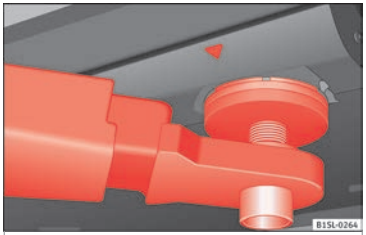
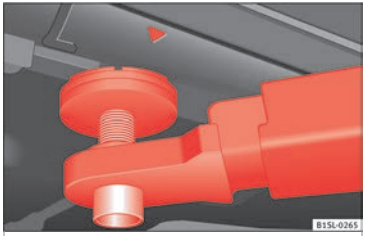

Fig. 232 Front jacking points for raising vehicle with lifting platform or jack
Fig. 233 Rear jacking points for raising vehicle with lifting platform or jack
Always use the jacking points indicated in the figures ››› **Fig. 232** and ››› **Fig. 233** when raising the vehicle. If the vehicle is not lifted at these points, it could be seriously damaged ››› ❗ or lead to serious injury ››› ⚠.
- **Only use the jacking points indicated in the figures ››› Fig. 232 and ››› Fig. 233 when raising the vehicle. If the vehicle is not lifted at the indicated points, it may fall from the platform while the engine or gearbox is being dismounted, for example.**